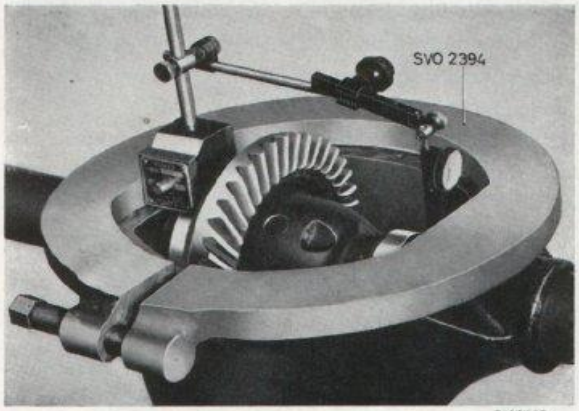

Bild 5-11. Utspänning av bakväxelhus
7. Anbringa verktyg SVO 2394 i hålen på bakväxelhuset enligt bild 5-11. Anbringa en indikator så att utspänningen av bakväxelhuset kan avläsas. Drag spännskruven så att bakväxelhuset spännes ut max. 0,3 mm. Tag bort indikatorn. Lyft ut differentialhus med kronhjul.
11. Anbringa verktyg SVO 2394, se bild 5-11, och en indikator på bakväxelhuset. Drag spännskruven så att bakväxelhuset spännes ut max. 0,3 mm. Tag bort indikatorn. Lägg i differential med lager. Tag därefter bort verktyg SVO 2394.